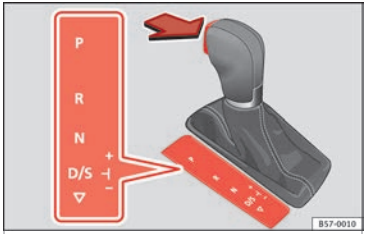

Fig. 168 Selector lever lock.
– Press the brake pedal *and*, at the same time, hold the lock button in the direction of the arrow **››› Fig. 168**.